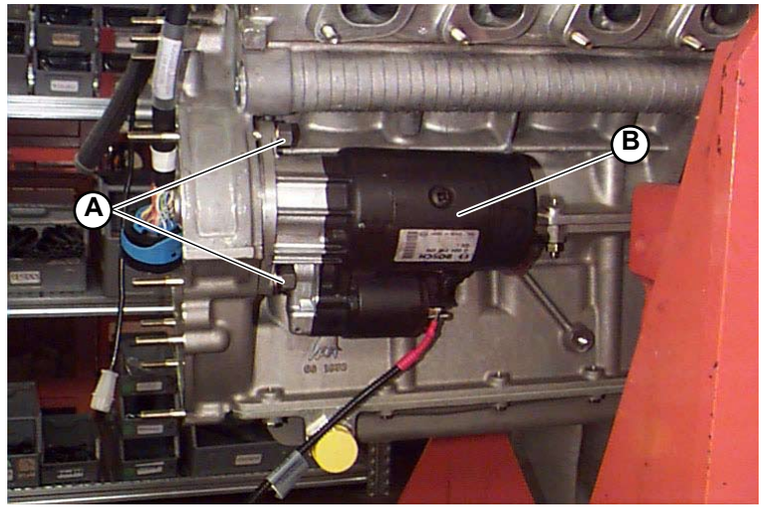

Fig.1
1. Unscrew the nuts with washers (**A-Fig.1**) which mount the starter to the crankcase.
2. Extract the starter (**B-Fig.1**).